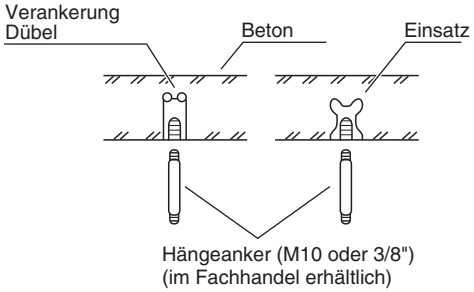

Abb. 3-3
- Die Hängeanker einsetzen (Abb. 3-3) oder
(2) Die Hängeanker hineindrehen, wobei diese aus der Decke herausragen müssen (Abb. 3-3). (Nötigenfalls muss die Deckenverkleidung modifiziert werden.)